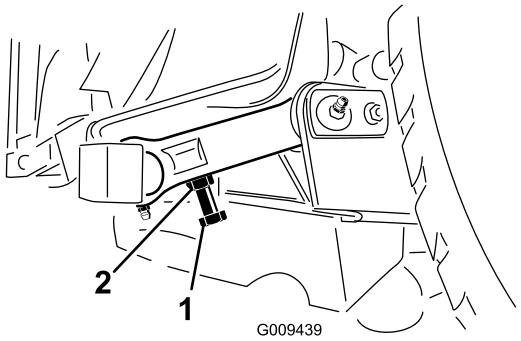

図 28
3. 距離の調整が必要な場合は、刈り込みデッキの後ピボットリンクについている調整ボルトを使用する 図 28。調整ボルトのジャムナットをゆるめる。調整ボルトで隙間を 1016mm に調整し、ジャムナットを締める。